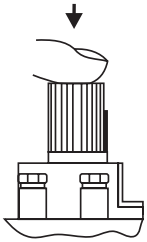

**Рис. 7.**
7.1. Установка ручки управления в требуемое положение производится путем легкого нажатия и поворота в нужное положение (рис. 7).